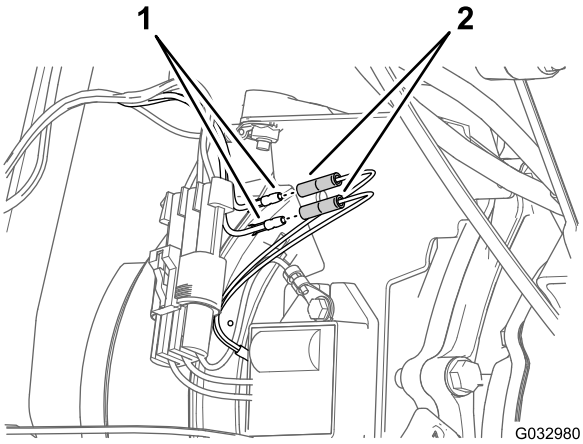

図 12
1. エンジンケースの後部にある、エンジン・オルタネータハーネスを探し出す図 12。
2. ワイヤハーネスの弾丸形コネクタ2個をエンジン・オルタネータハーネスの2ソケットコネクタに接続する図 12。